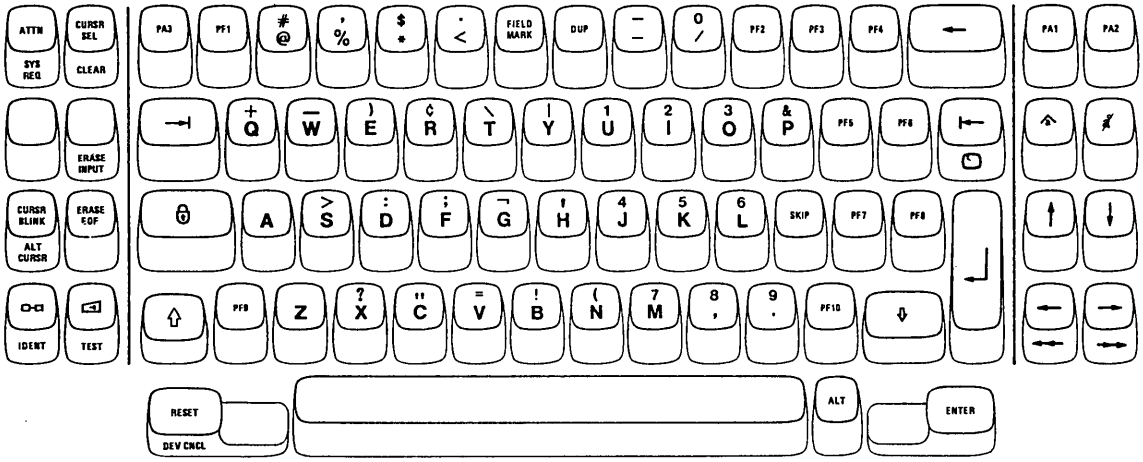

Figure 3-3. Data Entry Keyboard (See Note)
- The Data Entry keyboard (Figure 3-3), which provides the basic data entry type of keyboard
Only the basic Data Entry keyboard (Figure 3-3) is discussed in this section. Both types of Data Entry keyboards (basic Data Entry configuration/Data Entry Keypunch Layout) contain the same keys. Some of the keys are at different locations; however, the functions performed are identical on both keyboards.